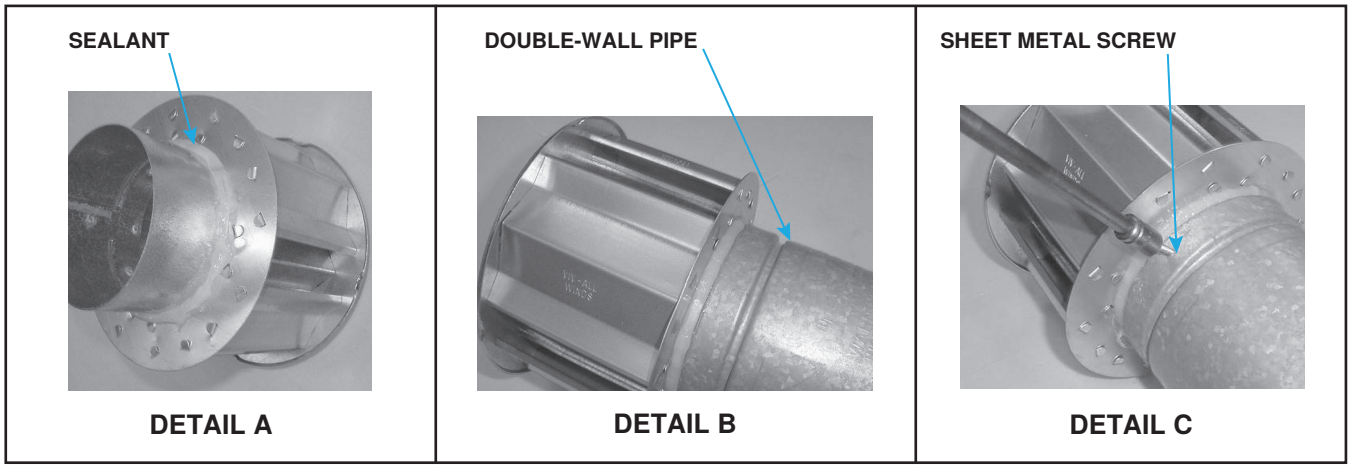

Figure 9. Connecting Double-Wall (Type B) Pipe to Single-Wall or Category III Vent Pipe
a. Apply continual 3/8-inch bead of silicone sealant around circumference of vent cap collar (see **Figure 9**, DETAIL A) to prevent any water inside vent cap from running down double-wall pipe.
b. Before sealant has any time to dry, insert collar on vent cap as far as possible inside inner wall of double-wall pipe (see **Figure 9**, DETAIL B).
d. Secure vent cap to double wall pipe by drilling hole and inserting 3/4-inch-long sheet metal screw into vent cap collar (see **Figure 9**, DETAIL C). Do not overtighten screw.
d. **To seal the joint between the terminal section of double-wall vent pipe and a single-wall or Category III vent pipe:** follow the illustrated step-by-step instructions in **Figure 9**. Make this connection no more than 6 inches (152 mm) from the concentric adapter box.